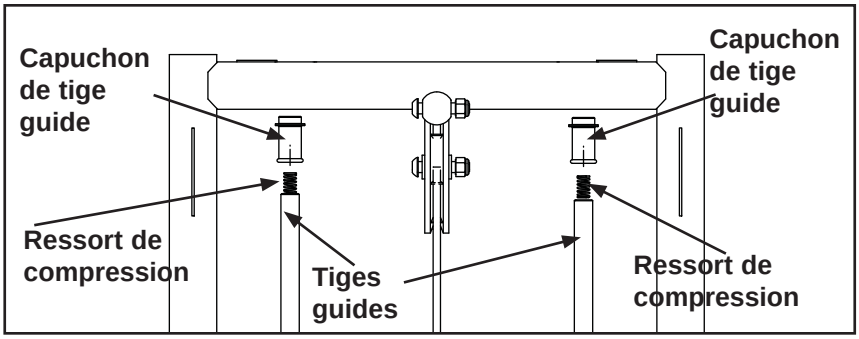

Figure 2
E. Relâchez lentement la prise du capuchon de la tige guide. Reportez-vous à la figure 2. ***REMARQUE :*** *Le capuchon de la tige guide comprend un ressort de pression qui s'échappe si la prise n'est pas relâchée lentement.*